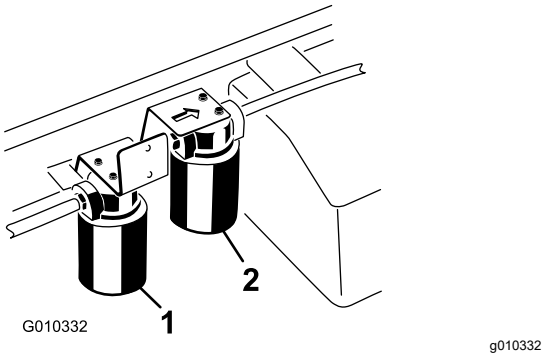

Figuur 73
3. Plaats een opvangbak onder het filter en verwijder het filter (Figuur 73).
1. Reinig de omgeving van de plaats waar het filter met hoge stroming wordt gemonteerd (Figuur 73).